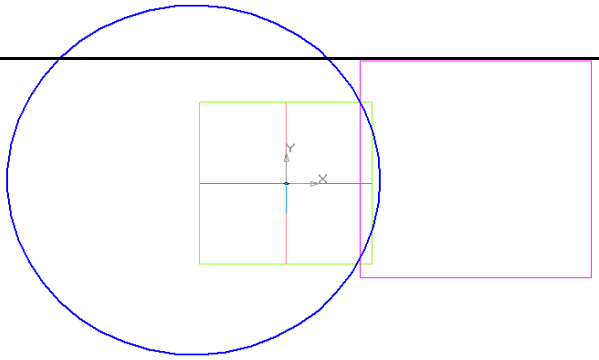

Рис. 5.6. Эскиз второго сечения Окружность в смещенной плоскости (вид **Сверху**).
1.17. Выполните построение окружности произвольного радиуса (рис. 5.6).